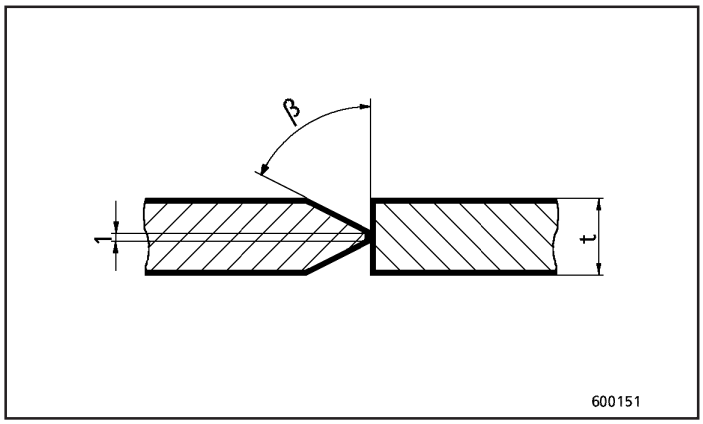

Fig.42
- Solda de topo em cunha dupla (Fig. 42)